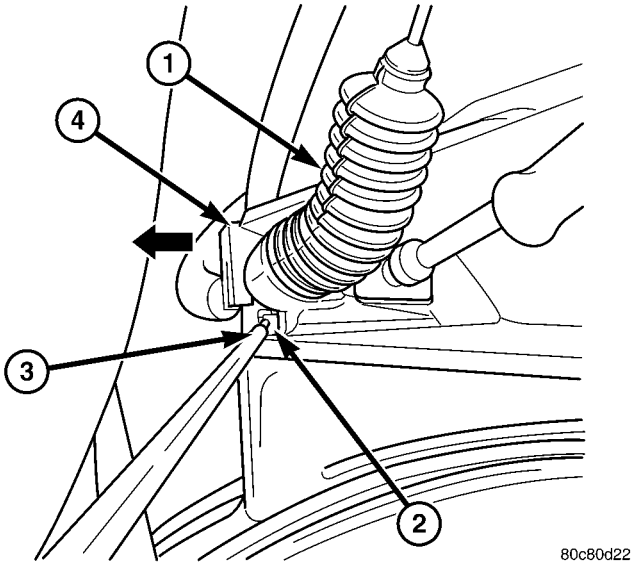

Fig. 2 THROTTLE CABLE RELEASE TAB - 3.7L / 4.7L
(4) Using a pick or small screwdriver, press release tab (Fig. 2) to release plastic cable mount from bracket. **Press on tab only enough to release cable from bracket. If tab is pressed too much, it will be broken.** Slide plastic mount (Fig. 2) towards right side of vehicle to remove throttle cable from throttle body bracket.